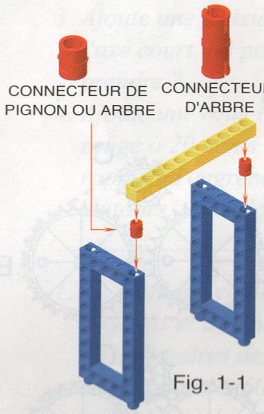

Fig. 1-1
1. *Les connecteurs du pignon et de l'arbre peuvent servir à brancher les barres et cadres (fig. 1-1).*